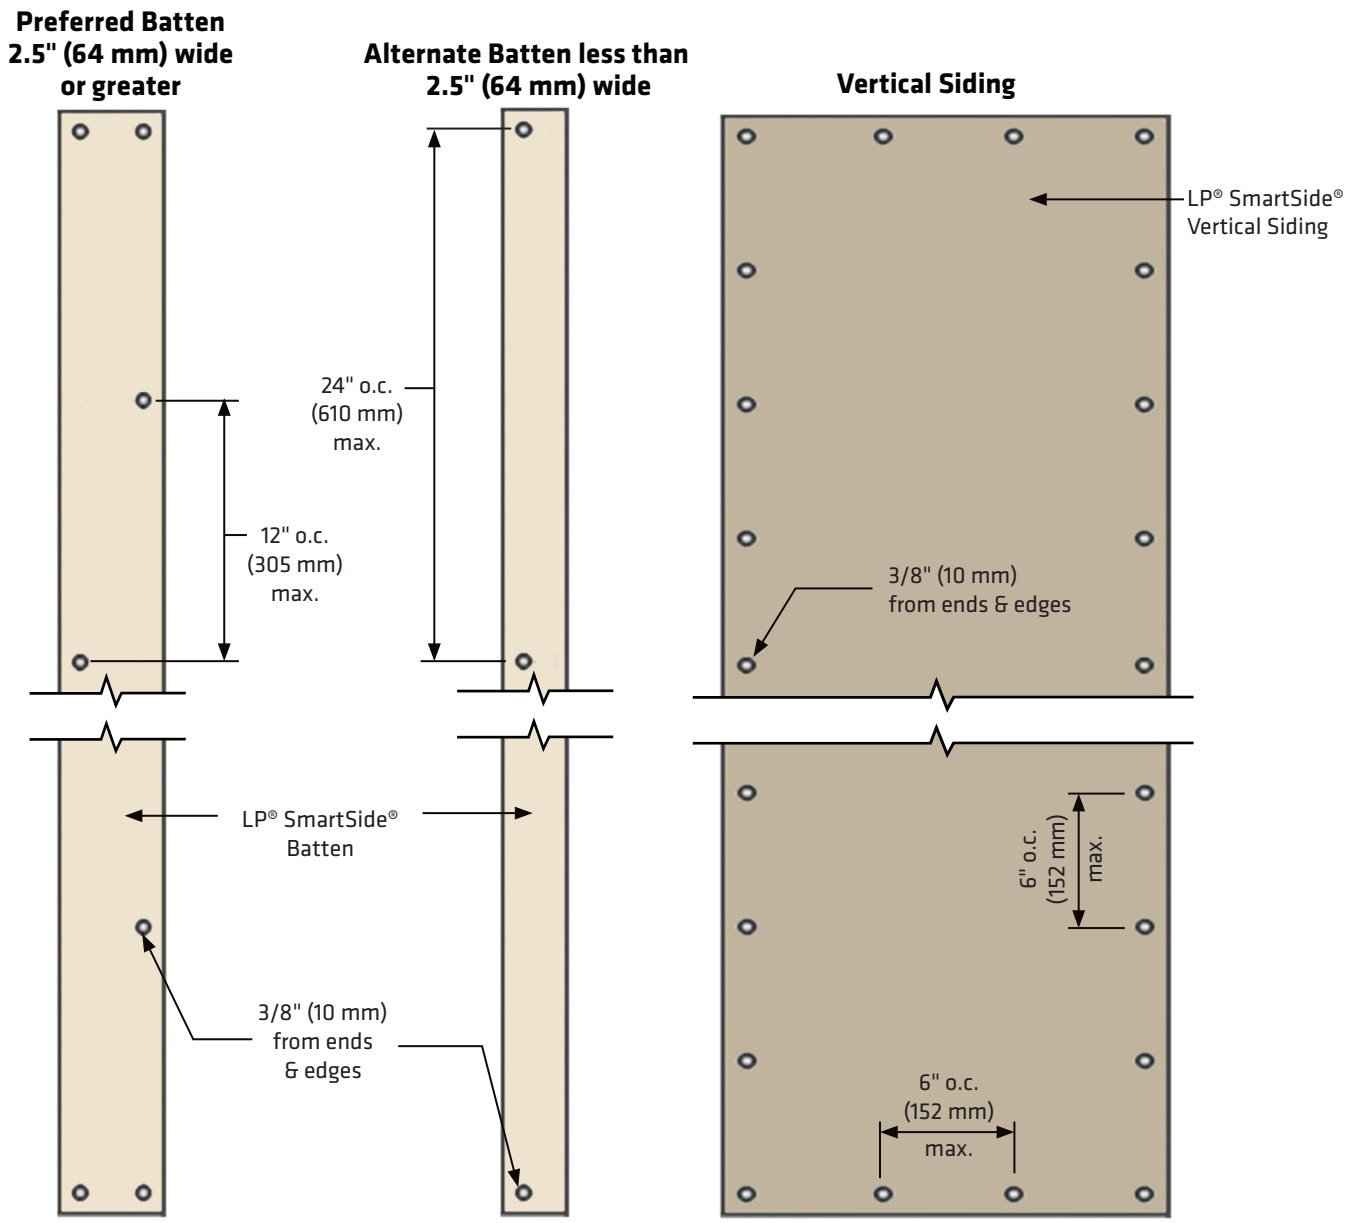

Figure 3a **Figure 3b** **Figure 3c**
- Maximum 3/8 inch (10 mm) from ends and edges *(See Figure 3a or 3b)*
- Fastened with two nails at both ends, with additional fasteners spaced a max. of 12 inches (305 mm) o.c. along alternating edges the length of the batten *(See Figure 3a)*